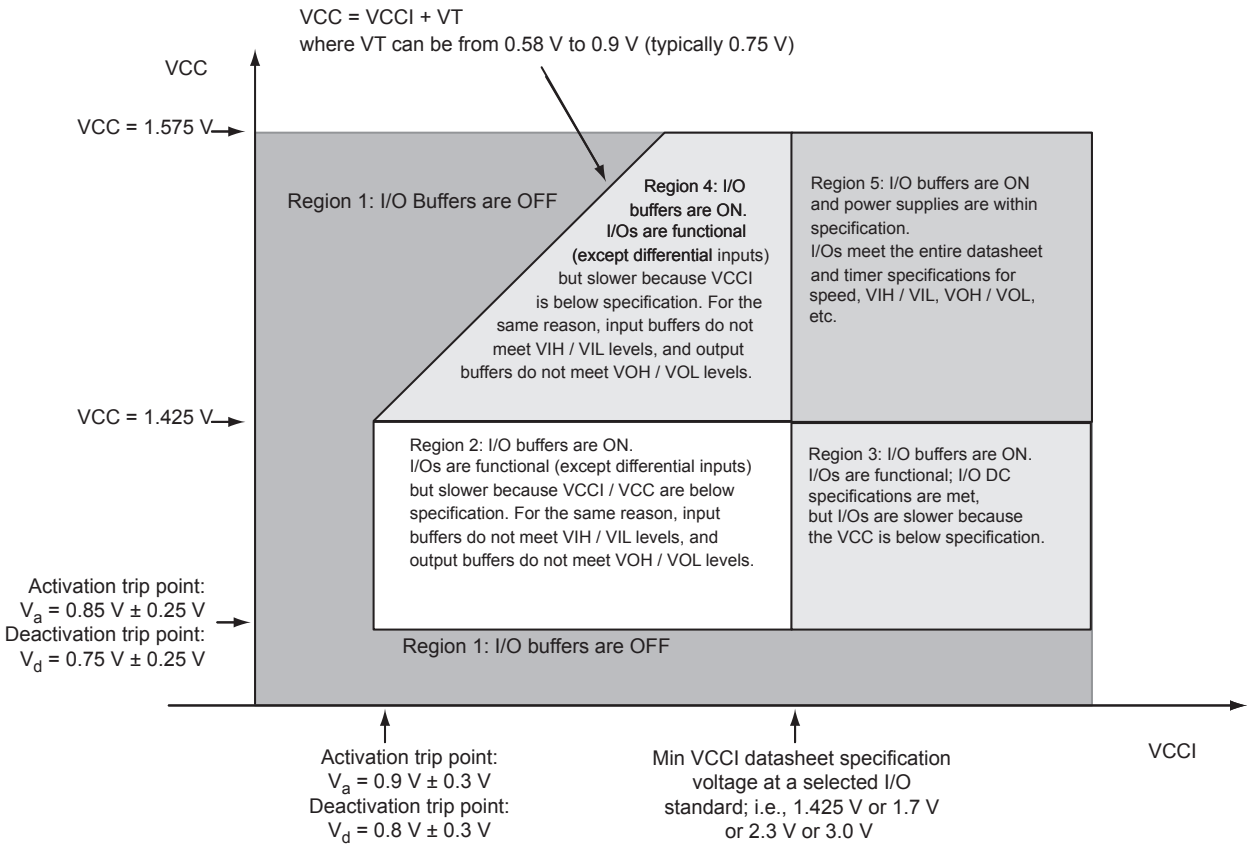
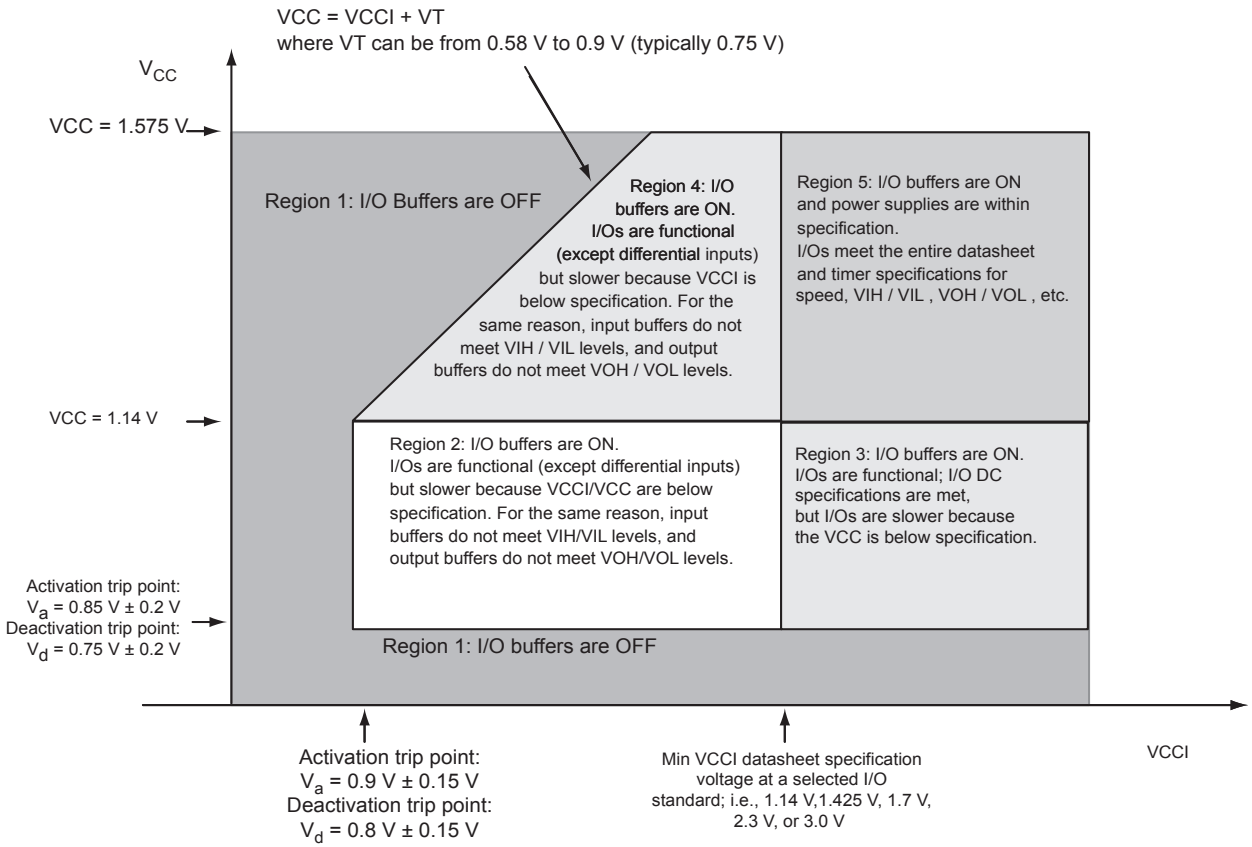

Figure 2-1 • **V5 Devices – I/O State as a Function of VCCI and VCC Voltage Levels**
Figure 2-2 • **V2 Devices – I/O State as a Function of VCCI and VCC Voltage Levels**
Sophisticated power-up management circuitry is designed into every IGLOO PLUS device. These circuits ensure easy transition from the powered-off state to the powered-up state of the device. The many different supplies can power up in any sequence with minimized current spikes or surges. In addition, the I/O will be in a known state through the power-up sequence. The basic principle is shown in Figure 2-1 on page 2-4.
1. VCC and VCCI are above the minimum specified trip points (Figure 2-1 and Figure 2-2 on page 2-5).
Microsemi recommends using monotonic power supplies or voltage regulators to ensure proper power-up behavior. Power ramp-up should be monotonic at least until VCC and VCCPLX exceed brownout activation levels (see Figure 2-1 and Figure 2-2 on page 2-5 for more details).